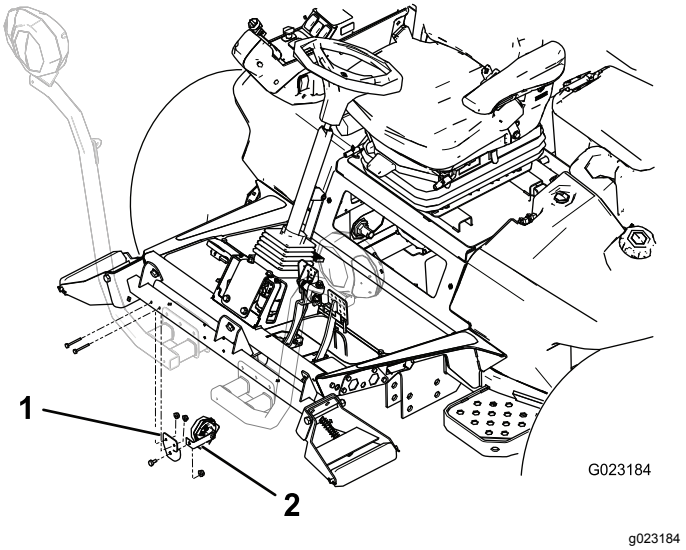

Figure 10
1. Secure the horn strap to the horn bracket with a bolt (3/8 x 5/8 inch) and a flange nut (3/8 inch) as shown in Figure 10.
2. Mount the horn bracket to the back side of the roller-support tube with 2 bolts (1/4 x 2 inches) and nuts (1/4 inch). Rotate the horn so that it faces down (Figure 10).